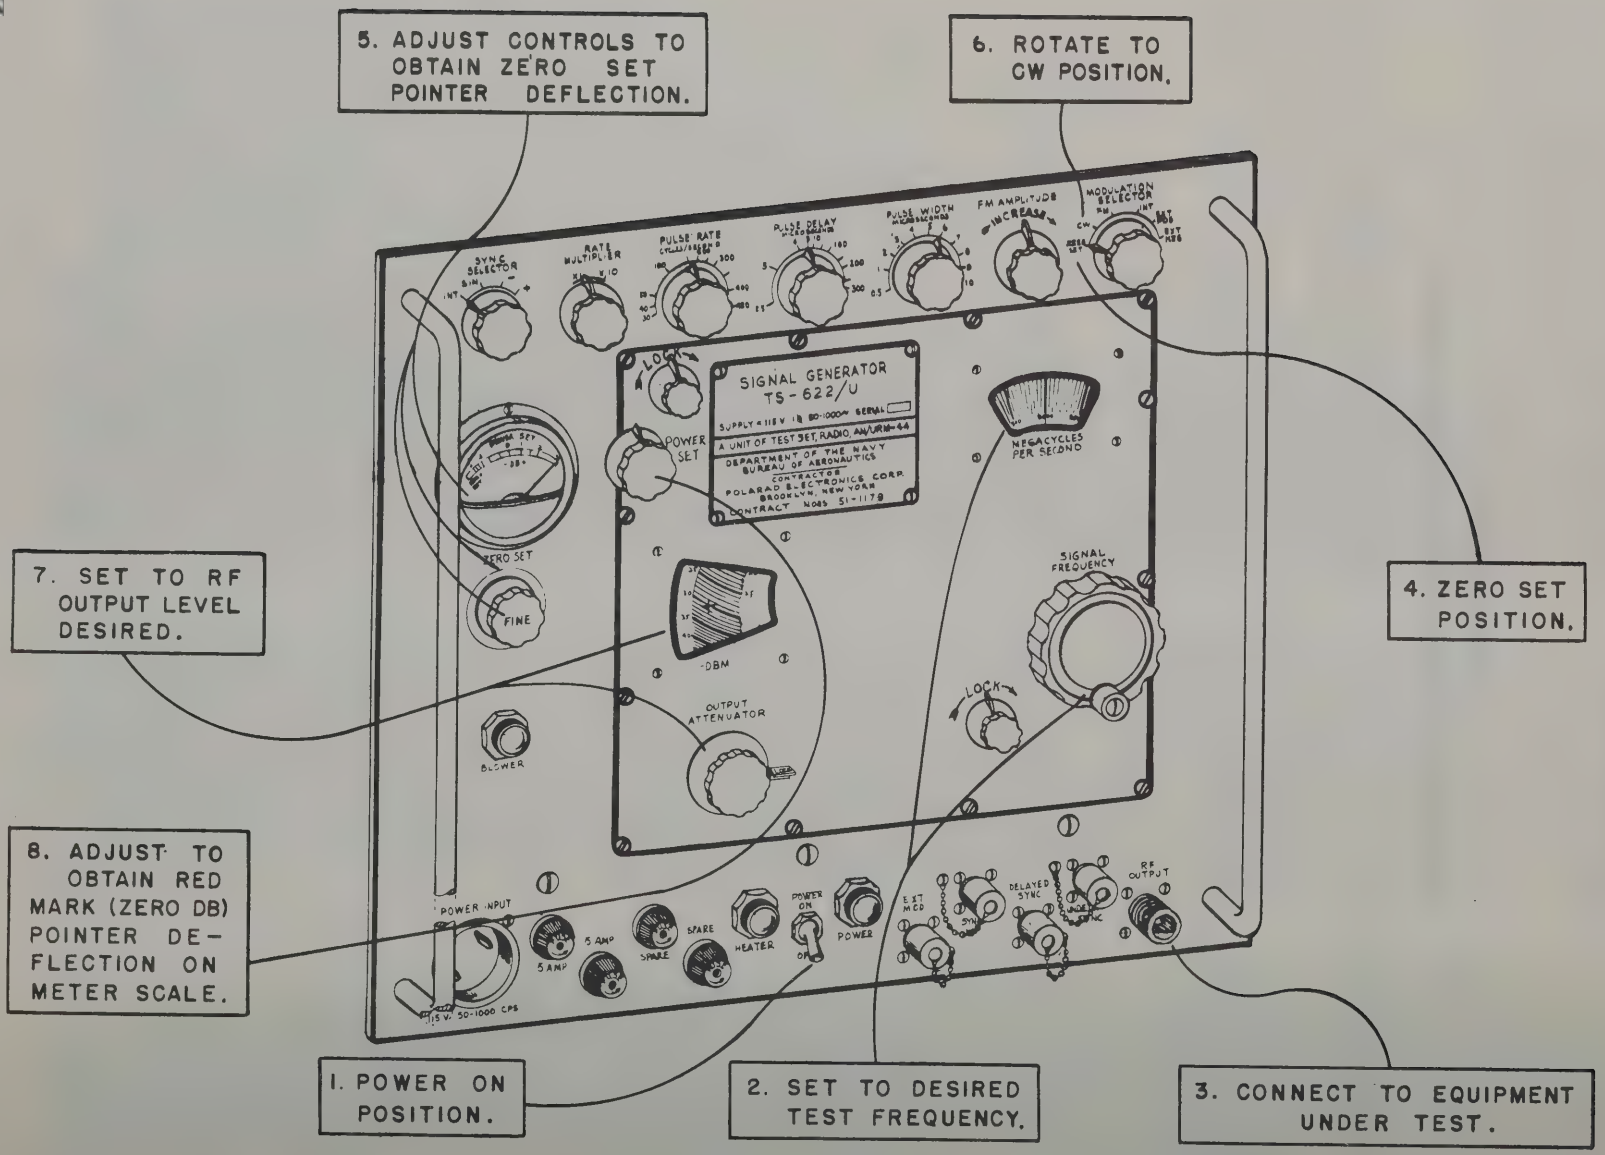

Figure 3–1. Signal Generator TS-622/U, Initial Calibration Procedure
3–5. To calibrate the signal generator output level, proceed as directed in figure 3–1 and the directions below:
b. *Step 2 of figure 3–1.* Adjust the SIGNAL FREQUENCY control until the dial shows the desired operating frequency.
c. *Step 3 of figure 3–1.* Check that the equipment under measurement is coupled to the RF OUTPUT receptacle.
d. *Step 4 of figure 3–1.* Turn the MODULATION SELECTOR to the ZERO SET position.
e. *Step 5 of figure 3–1.* Adjust the ZERO SET coarse (outer knob) and FINE controls carefully until the pointer of the power monitor meter deflects to the left-hand index of the scale, designated ZERO SET.
f. *Step 6 of figure 3–1.* Turn the MODULATION SELECTOR to the CW position.
g. *Step 7 of figure 3–1.* Set the OUTPUT ATTENUATOR control to the desired value of r-f signal level, as shown under the crossed hairlines of the calibrated attenuator dial. This output level is expressed in decibels below one milliwatt, working into a resistive load of 52 ohms.
h. *Step 8 of figure 3–1.* Adjust the POWER SET control until the pointer of the power monitor meter deflects to the red line calibration mark, indicating that the r-f power output level may be read directly from the attenuator dial setting. If the meter pointer cannot be deflected to the zero db calibration mark, the actual level of the r-f test sgnal at the RF OUTPUT receptacle can be determined by adding the meter pointer indication to the attenuator dial indication. For example, if the meter pointer remains deflected to the plus 1 db mark after adjusting the POWER SET control, and the output attenuator dial indication is minus 54 dbm, the correct output level of the test signal at the RF OUTPUT receptacle is minus 53 dbm.